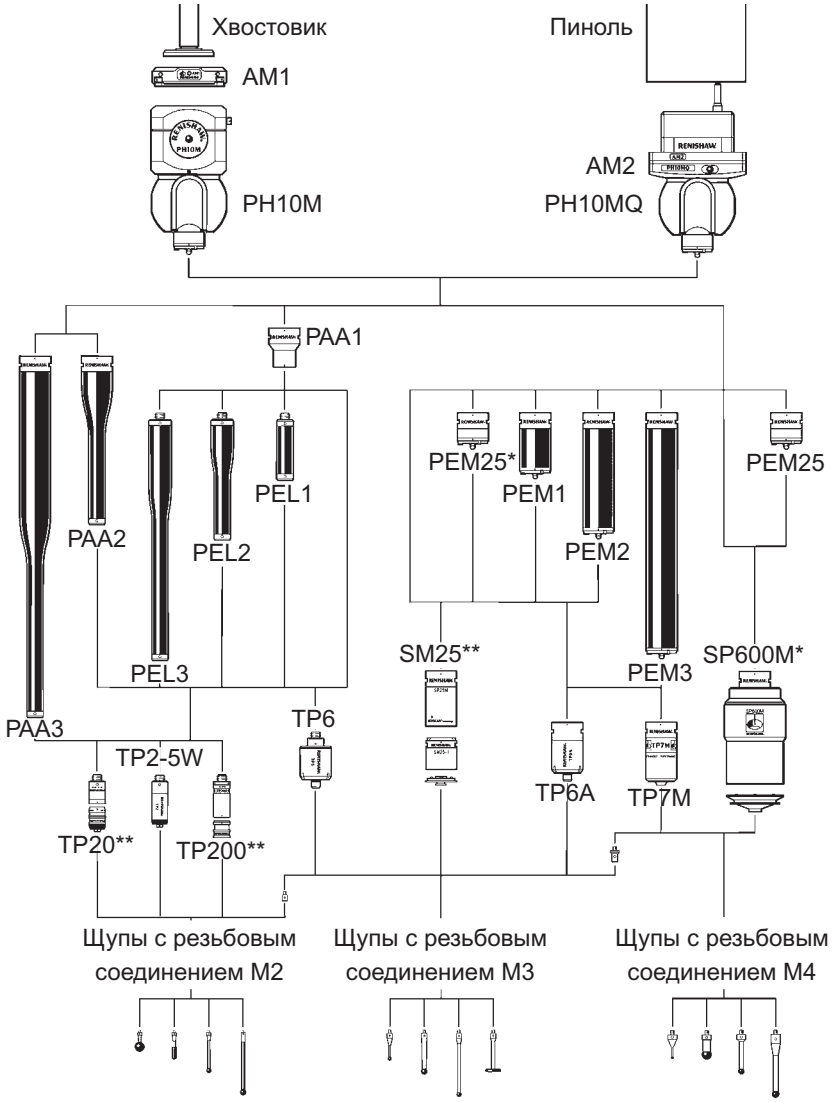

Рисунок 9 – Удлинители, измерительные датчики и контактные щупы
* Для того, что бы при использовании головки PH10MQ с датчиком SP600M был возможен приход датчика в угловое положение A = 97.5° или A = 105° при любом положении по оси B, необходимо применять удлинитель PEM25. (см. Рисунок 9).